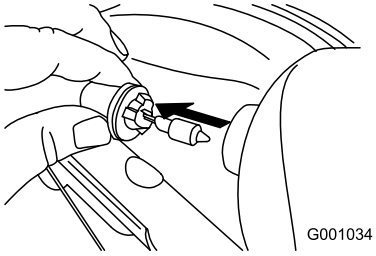

Rysunek 55
3. Wyjmij żarówkę prosto z tyłu reflektora (Rysunek 55).